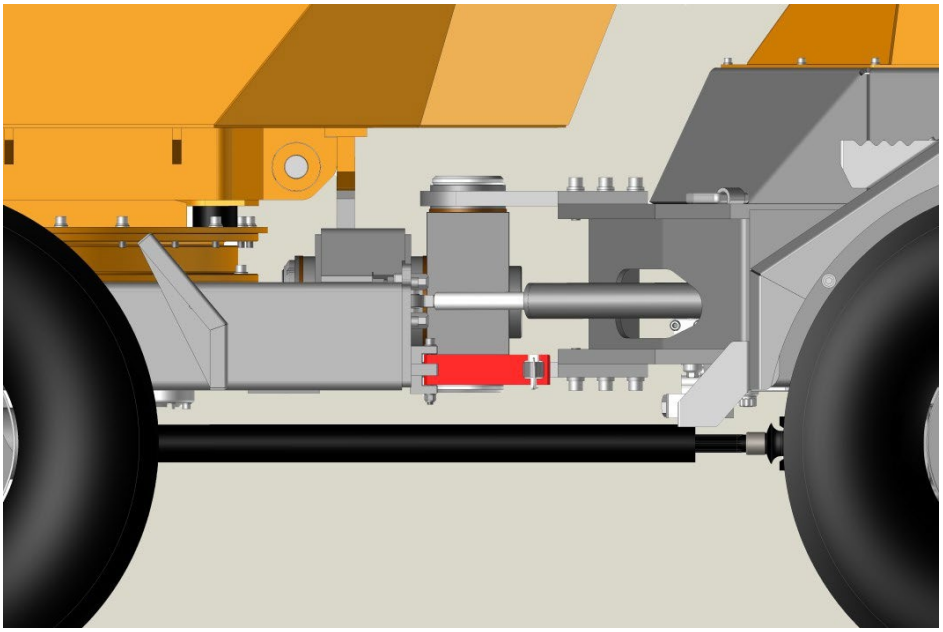

Figure 1. levier de verrouillage de l'articulation en position longitudinale et goupille d'arrêt insérée. état de levage.
- les parties avant et arrière du tombereau soient parfaitement alignées et que les rotations le long de l'axe longitudinal et transversal de l'articulation aient été bloquées au moyen du levier de blocage en position longitudinale et de la goupille de verrouillage, comme le montre la figure 1.